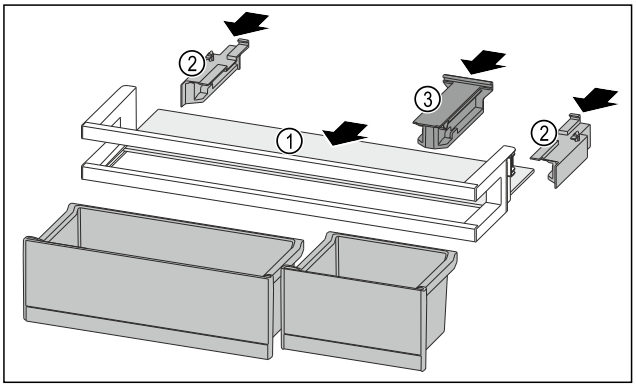

Fig. 162
▶ Împingeți în interior raftul *Fig. 162 (1)* în degajările laterale.
▶ Introduceți piesele laterale *Fig. 162 (2)*.
▶ Introduceți piesa de susținere *Fig. 162 (3)*.